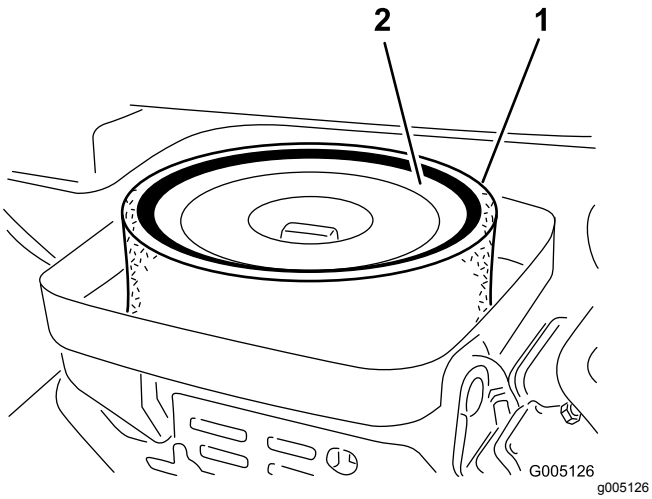

Figura 40
3. Togliete il dado ad alette che fissa gli elementi al corpo del filtro dell'aria (Figura 40).
4. Se l'elemento in schiuma sintetica è sporco, rimuovetelo dall'elemento di carta (Figura 40). Pulitelo accuratamente, come indicato di seguito: